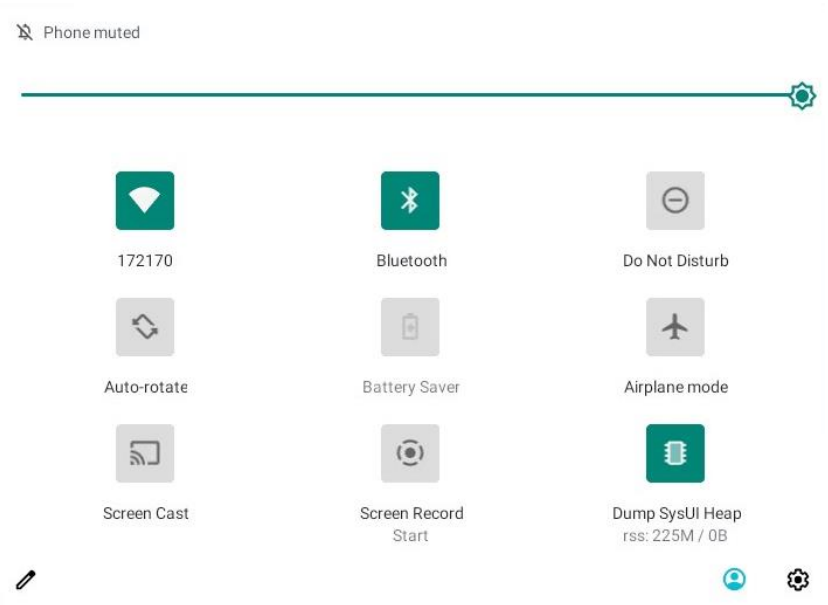

Fig. 21 Control Center
2) Press and hold the status box, and slide down, the "Control Center" interface, such as Fig. 21.
2) Press and hold the status box, and slide down, the "Control Center" interface, such as Fig.21;